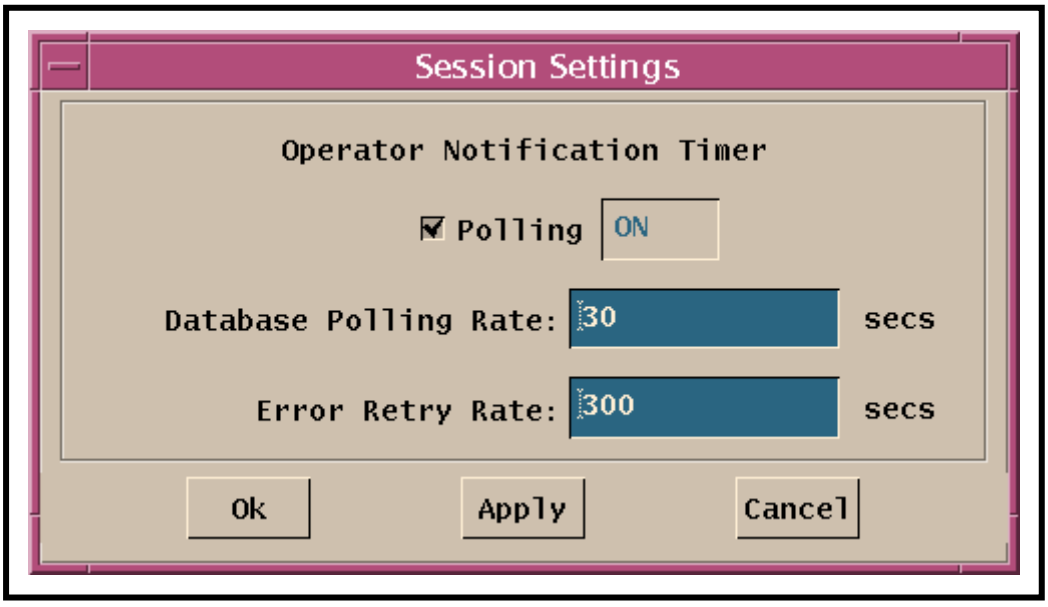

Figure 13. Session Settings Dialogue Box
- The **Session Settings** dialogue box (Figure 13) is displayed.